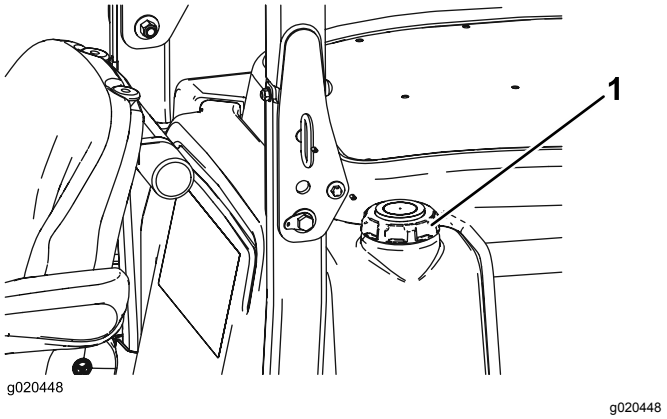

Figuur 10
3. Verwijder de dop van de brandstoftank (Figuur 10).